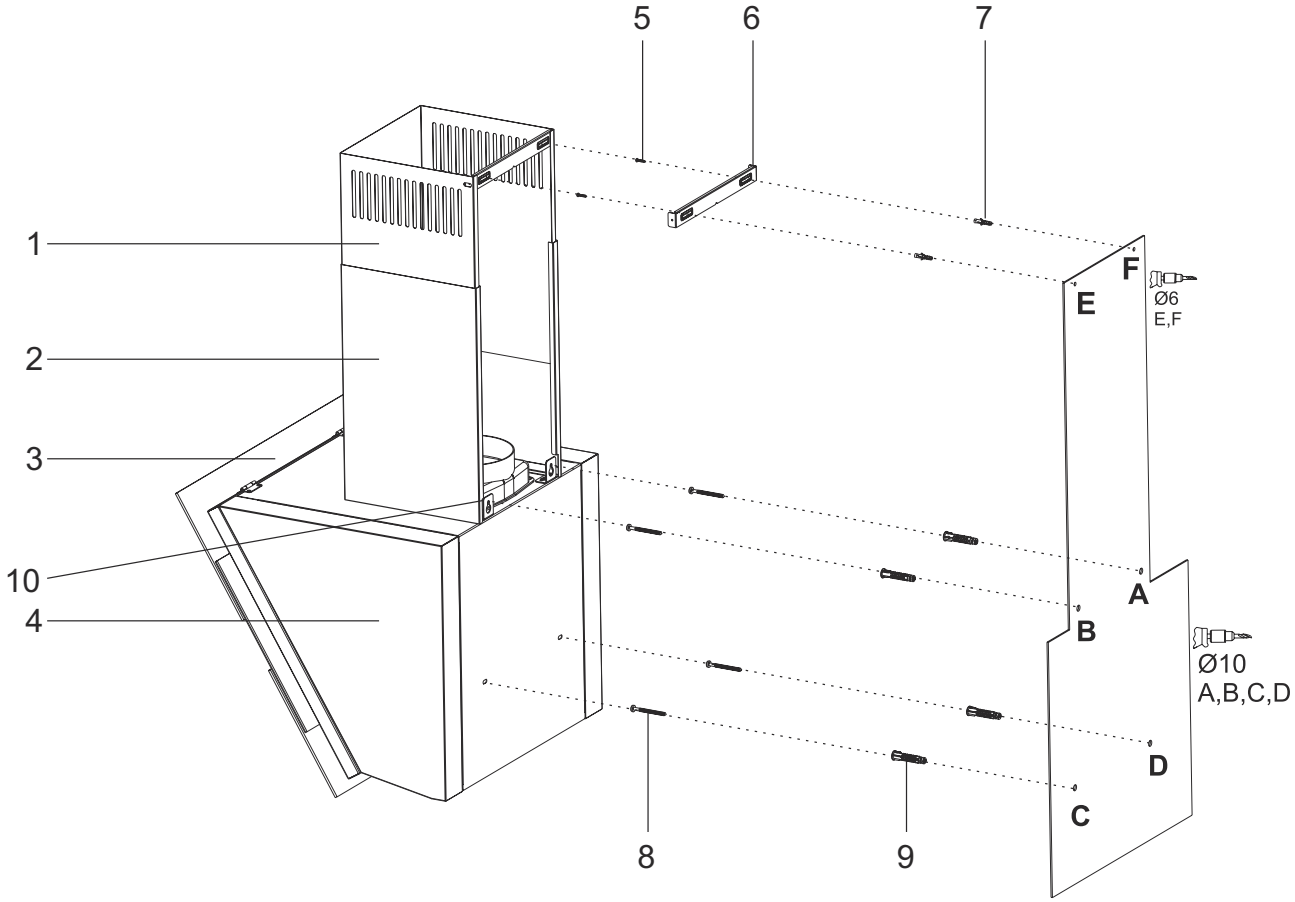

Fig. 8
2. Placere monteringsskabelonen på væggen alt efter ønskede højde af emhætten i forhold til kogepladen (følg vores anbefalinger mht højde). Markerer A, B, C og D punkterne (Fig. 8).
3. På punkterne A, B, C og D bores og indsættes Ø10mm rawplugs. Skru derefter 2 x 5,5x60 i A + B-punkterne med en afstand af 5mm mellem væggen og skruehovedet (Fig. 8).
4. Montere ophæningsbeslagene på emhættens top med 2 x M5x35 skruer (Fig. 8).
6. Stram skruerne A + B på væggen og fastmontere nu endeligt skruere på punkterne D, C. (Fig. 8).
- Vægbeslaget til skorstenen (6) holdes hen mod væggen der hvor den skal placeres. Herefter markeres punkterne E & F (Fig. 8).
- Bor punkter E og F med Ø 6 mm bor, og sæt Ø 6 mm rawl-plugs. Monter vægbeslaget til skorstenen med 3,9x22 skruer (Fig. 8).